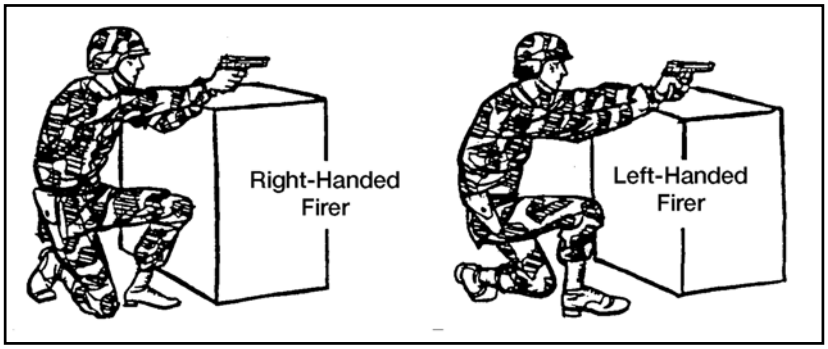

Figure 071-004-0006-8. Kneeling position
d. Standing-without-support (figure 071-004-0006-9). To assume this position—
(1) Face the target.
(2) Place your feet a comfortable distance apart.
(3) Wrap your nonfiring hand around the fist or wrist of your firing hand. Lock the wrist and elbow of your firing arm toward the target.
(4) Keep your body straight.